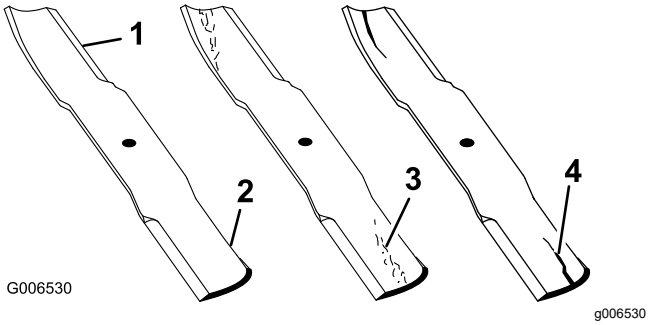

Rysunek 100
1. Sprawdź krawędzie tnące (Rysunek 100).
4. Jeżeli zauważysz jakiekolwiek pęknięcia, zużycie lub szczeliny powstające w tym obszarze, natychmiast zamontuj nowe ostrze (Rysunek 100).